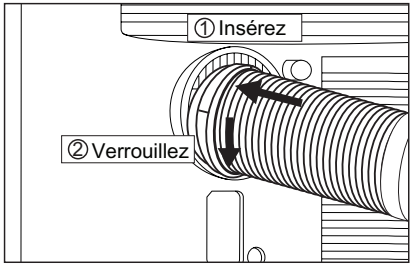

Fig. 4
3. Insérez l'adaptateur A dans l'appareil (Fig.4).